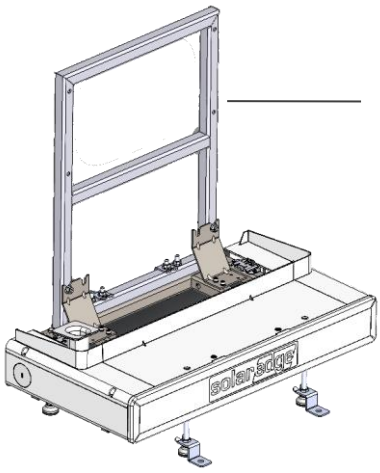

Figura 4: montaje en suelo ensamblado y montaje en suelo con montaje en pared de la batería
El montaje en suelo ensamblado incluye la base y el compartimento trasero como se muestra a la izquierda en la Figura 4. En la parte derecha de la figura, se muestra el montaje en pared de la batería después de sujetarlo al montaje en suelo ensamblado.
8. Atornille sin presionar demasiado una tuerca M8 (1/2") en cada uno de los cuatro espárragos del compartimento trasero para mantener en su lugar el montaje de pared y luego ajuste por completo a 17 Nm/150 lb-in para terminar de sujetar el montaje de pared como se muestra en la Figura 4.